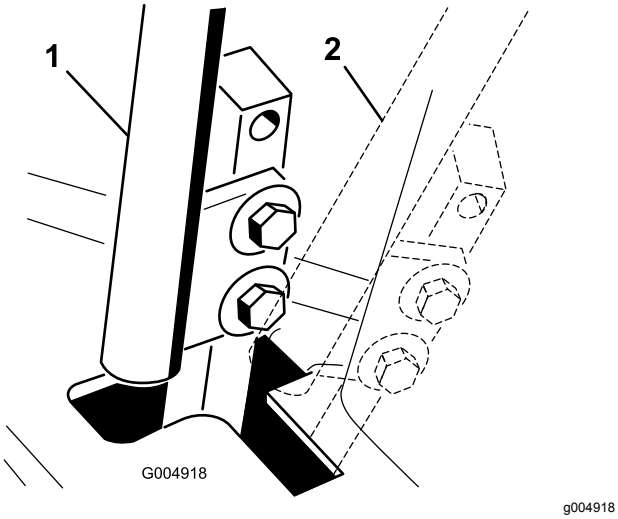

**Rysunek 50**
4. Ustaw dźwignię sterowania w położeniu NEUTRALNYM, ale jej **nie blokuj** (Rysunek 50).
6. Sprawdź, w którym miejscu znajduje się dźwignia względem wycięcia w konsoli (Rysunek 50).